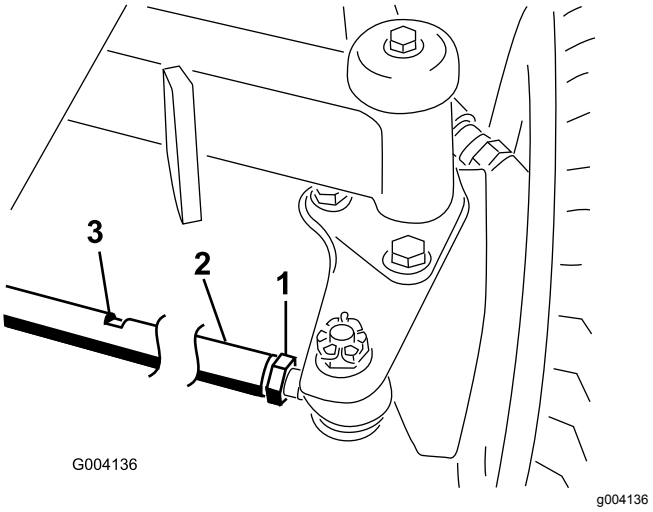

Figuur 61
2. Draai de contramoeren aan de uiteinden van de trommel van de tractiestang los (Figuur 61).